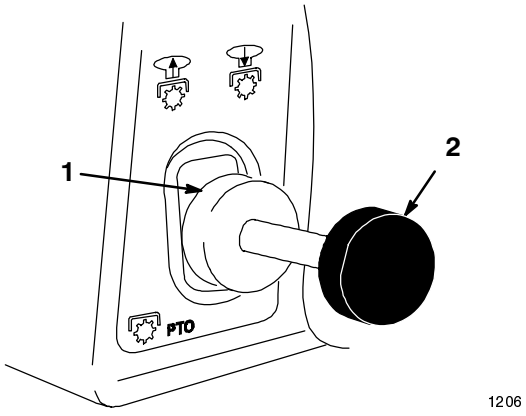

Abbildung 14
2. Das Mähwerk einkuppeln (Position “ON”) (Abb. 14).
2. Das Mähwerk auskuppeln (Abb. 14).